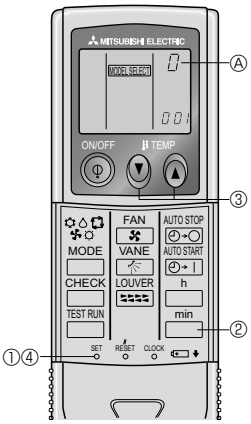

Fig. 6-4
4) Programmation des numéros de paires de la télécommande sans fil infrarouge. (Fig. 6-4)
① Appuyer sur le bouton SET à l'aide d'un objet pointu.